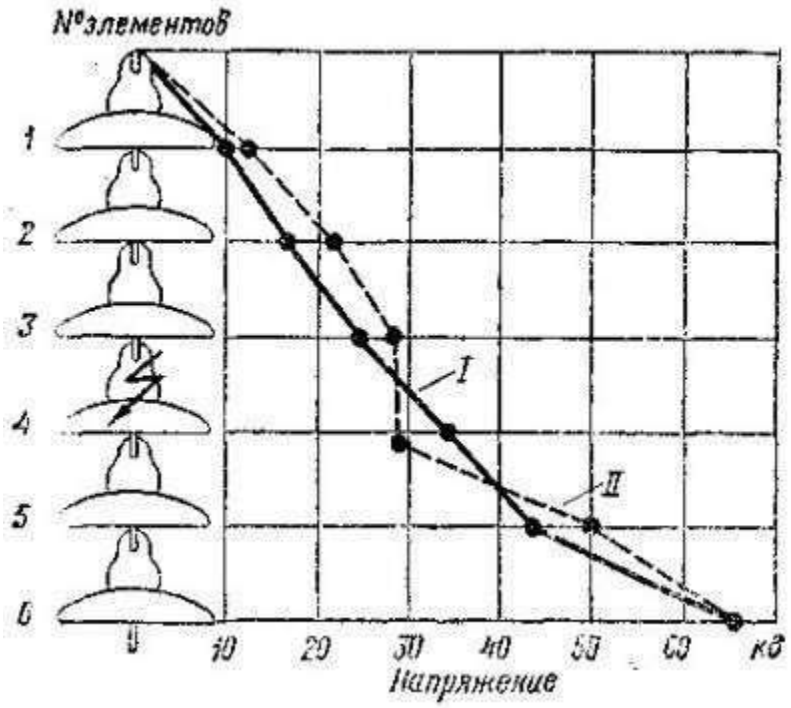

Рис. 1.2 Кривые распределения напряжения на гирлянде 110 кв для исправных изоляторов (I) и для случая повреждения четвертого изолятора (II)
Чтобы определить состояние подвесной и опорной изоляции, измеряют распределение напряжения по изоляторам в рабочих условиях с помощью специальной штанги (рисунок 1.2). При повреждении одного из изоляторов распределение напряжения меняется: напряжение на поврежденном изоляторе уменьшается, а на исправных соответственно увеличивается. На рисунке 1.2 приведены кривые распределения напряжения на гирлянде ПО кв для исправных изоляторов (I) и для случая повреждения четвертого изолятора (II).